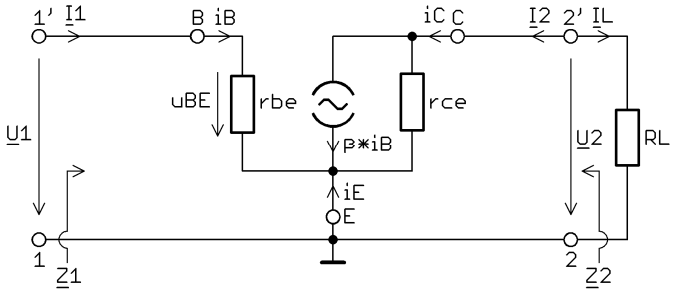

Abb.3.3: Kleinsignal-Ersatzschaltbild (KS-ESB) – zu modifizieren
e) Abb. 3.3: Vervollständigen und modifizieren Sie ggf. das KS-ESB. / 3